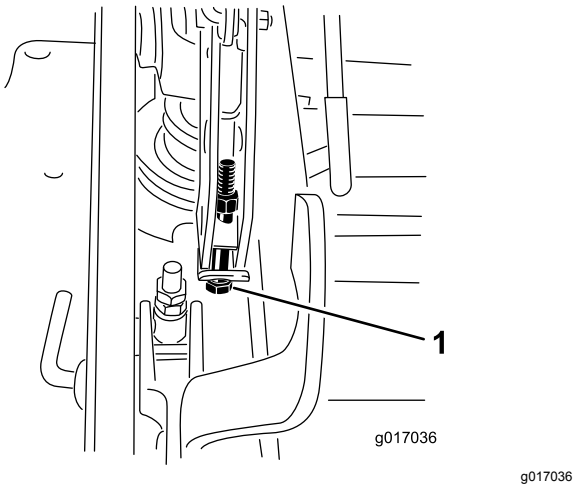

Bild 80
13. Wenn das Mähwerk zu niedrig ist, drehen Sie die zentrale Einstellschraube nach rechts, um sie anzuziehen. Wenn das Mähwerk zu hoch ist, drehen Sie die zentrale Einstellschraube nach links, um sie zu lösen (Bild 80).